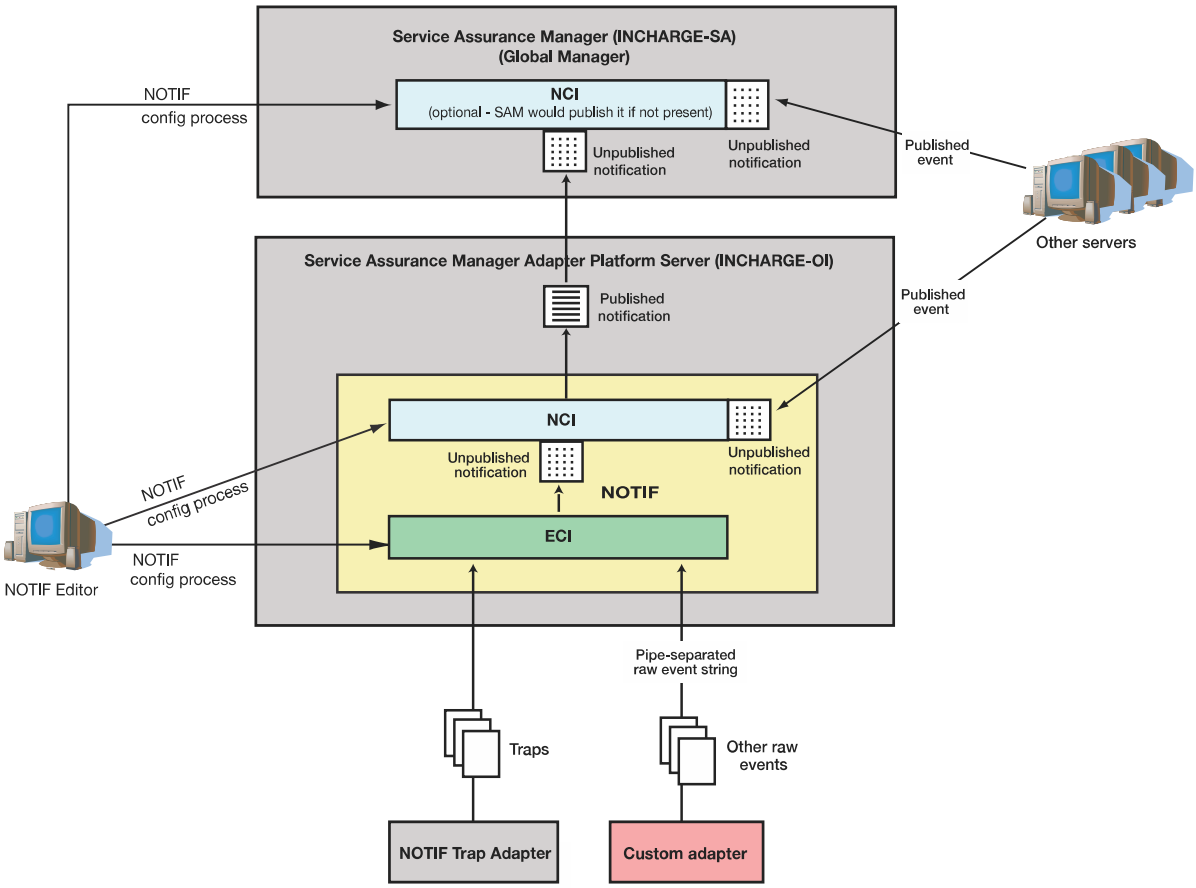

Figure 3 EMC Smarts NOTIF ECI/NCI structure in an EMC Smarts environment
In an EMC Smarts implementation, EMC Smarts NOTIF can reside on a SAM server or an Adapter Platform Open Interface (OI) server. Figure 3 on page 18 shows how ECI and NCI objects are used in an EMC Smarts NOTIF solution where low-level raw events are filtered